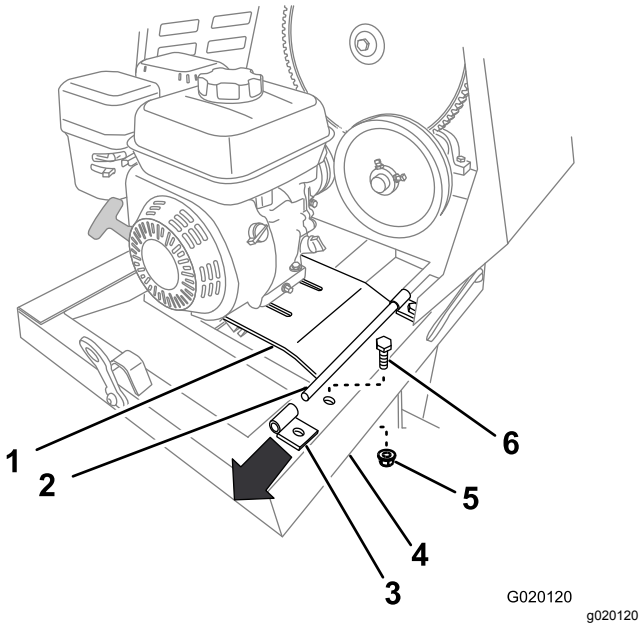

Figure 54
8. Remove the bolt and nut that secure the rear bracket for the engine deck hinge to the frame of the machine (Figure 54).
9. Lift up the rear edge of the engine deck and remove the hinge bracket (Figure 54).
6. Secure the rear bracket to the frame of the machine using the bolt and nut (Figure 54) removed in step 8 of Removing the Engine (page 35).